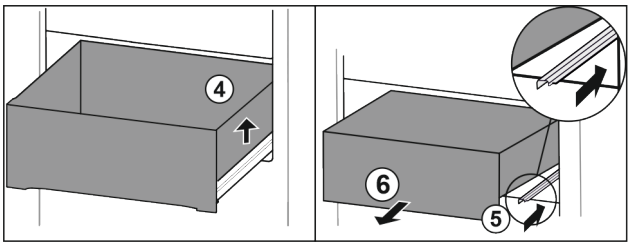

Fig. 75
▶ Lift drawer on the right. *Fig. 75 (4)*
▶ Insert right rail. *Fig. 75 (5)*
▶ Remove drawer to the front. *Fig. 75 (6)*